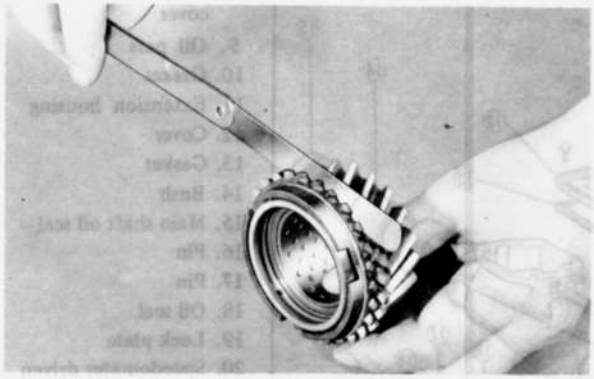

Fig. 7–12 Checking synchronizer ring
2. Inspect the synchronizer ring for wear. To check the wear of the synchronizer ring, fit the synchronizer ring evenly to the gear cone and measure the clearance between the side faces of the synchronizer ring and the gear with a feeler gauge, as shown in Fig. 7–12. If it is **less than 0.8 mm (0.031 in),** replace the synchronizer ring or gear. The standard clearance is 1.5 mm (0.059 in).